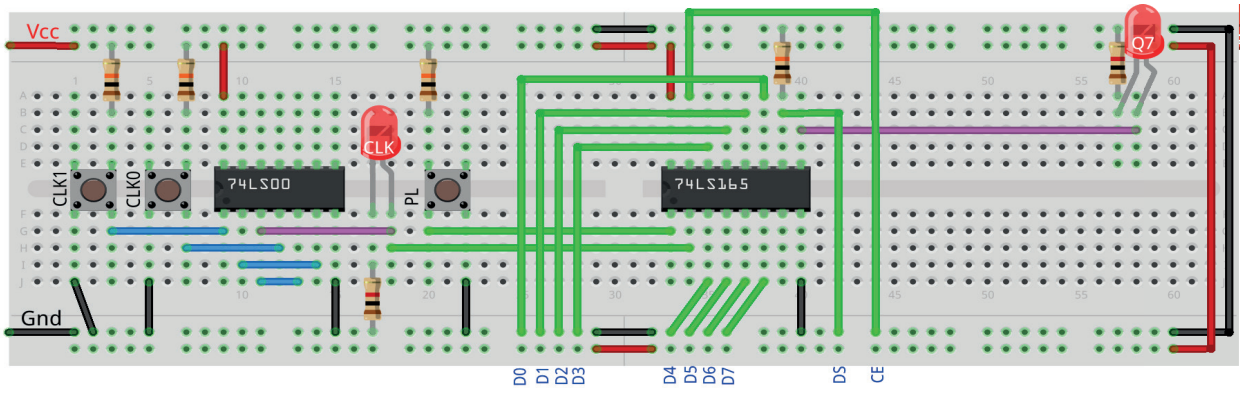

Figura 11.31 – Disposição dos componentes na placa de montagem.
1. Monte o circuito na placa de montagem, conforme figura 11.31.